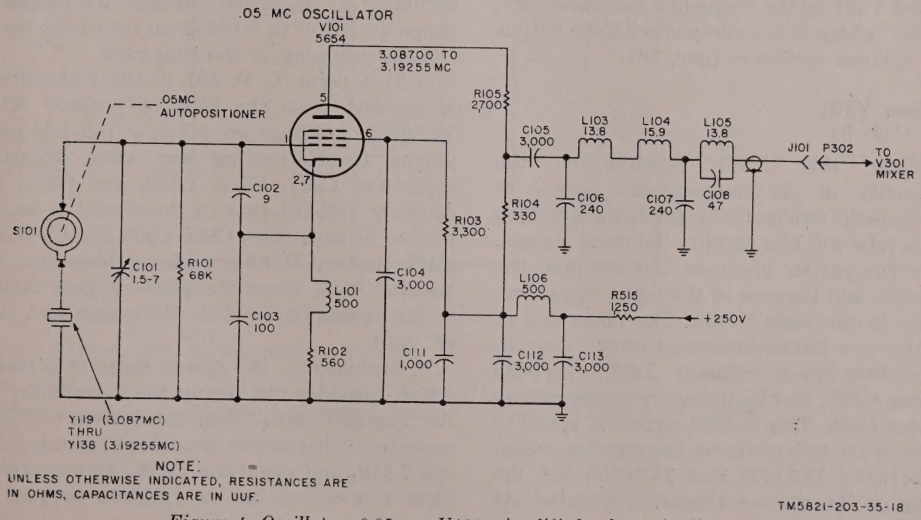

Figure 4. Oscillator, 0.05-mc, V101, simplified schematic diagram.
(1) Disconnect the two rf cables from the front panel of the transmitter and tag the cables.
(2) With a pair of diagonal pliers, remove the safety wire from the hold-down clamps (fig. 4, TM 11–5821–203–12).
(3) Loosen and disengage the holddown clamps.
(4) Turn the extractor mechanism thumbscrew counterclockwise.
(5) Lift the transmitter away from the extractor slot and pull forward.
(fig. 4)